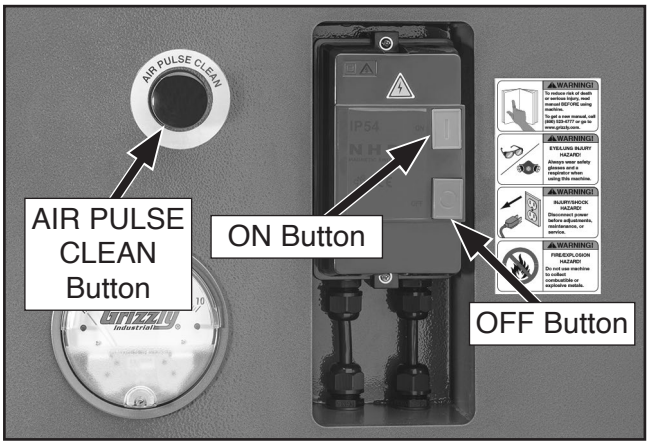

Figure 19. Location of controls.
4. Turn machine ***ON***, verify motor operation, and then turn machine ***OFF*** (see **Figure 19**).